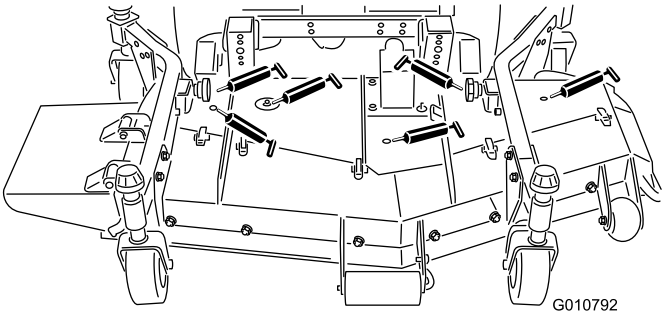

Figure 17
- Roulements d'axes de lames (Figure 17)
- Rotules de bras de poussée droit et gauche (Figure 17)